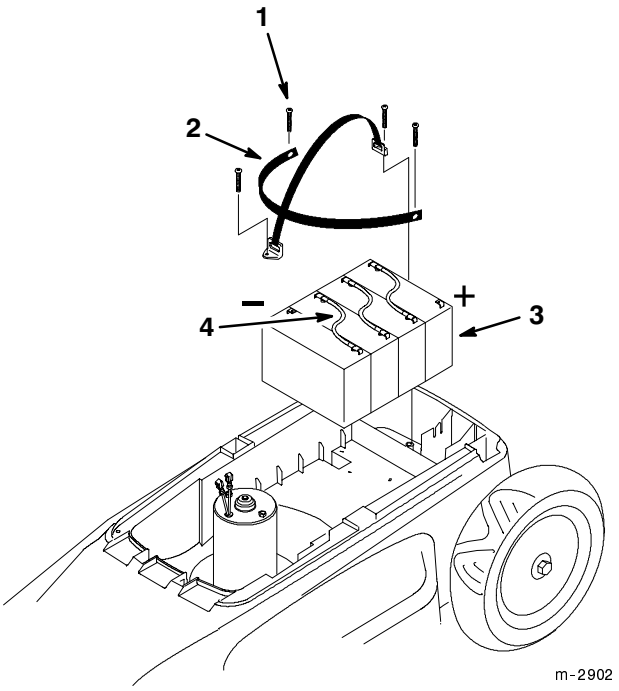

Abbildung 25
4. Die Schrauben vom Batteriehalteband entfernen (Abb. 25).
5. Positives und negatives Kabel von den Batterieklemmen lösen (Abb. 25).
6. Die drei Schaltdrähte von der Batterie entfernen und wegwerfen (Abb. 25).
10. Die neue Batterie so in den Rasenmäher setzen, daß sich die negativen Kabel an der rechten Seite und die positiven Kabel an der linken Seite des Rasenmähers befinden (Abb. 25).
11. Positive und negative Kabel an die Batterieklemmen anschließen (Abb. 25).
12. Das Batteriehalteband anbringen (Abb. 25).